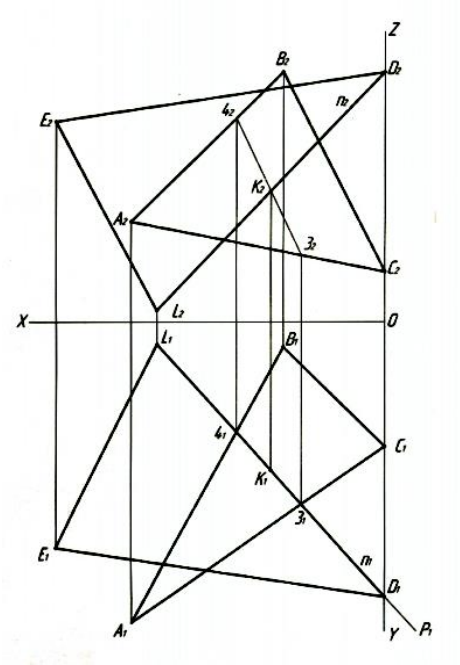

Рис. 3. Построение точки *K* ─ точки встречи перпендикуляра *n* с плоскостью *R(ABC)* и нахождение точки *L*
3. Построить точку *K* — точку встречи перпендикуляра n с плоскостью *R(ABC)* $[K=n \cap R(ABC)]$. Завершить построение треугольника *DEL*, построив точку *L*. Точка *L* принадлежит перпендикуляру *n* $[L \in n]$. Точка *D* симметрична точке *L* относительно плоскости *R(ABC)* $[DK \cong KL]$ (рис. 3).
Получив точку K, мы можем построить точку L. Так как, точка D симметрична точке L относительно плоскости треугольника ABC, то откладываем $KL=DK$. Сначала строим горизонтальную проекцию L_1, а затем с помощью ЛПС находим фронтальную проекцию L_2 или наоборот (рис. 3).